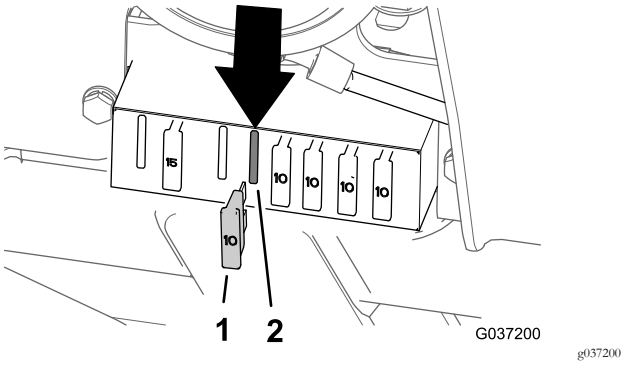

Rysunek 37
- Model 30651 – pozycja czwartego bezpiecznika od lewej strony (Rysunek 37)